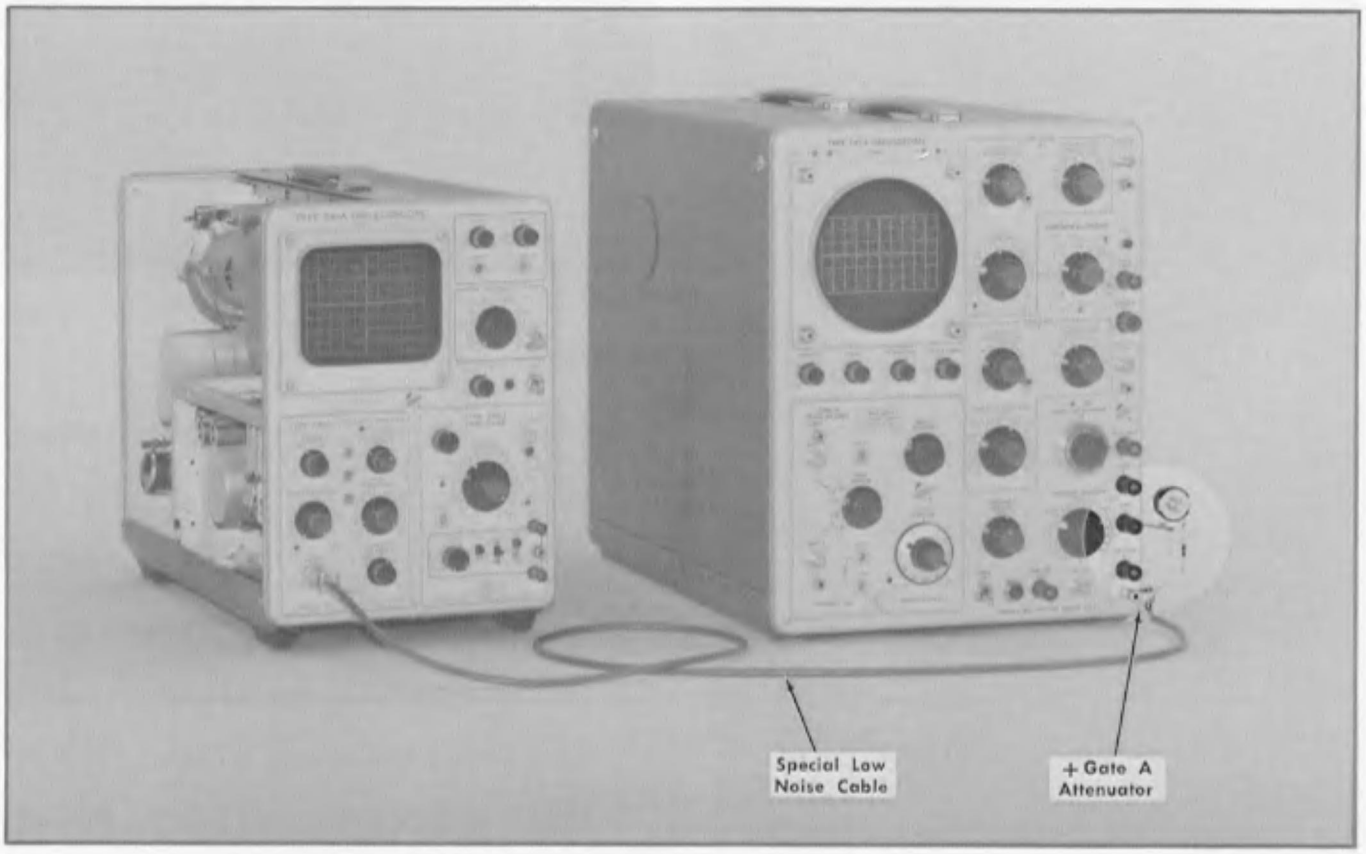
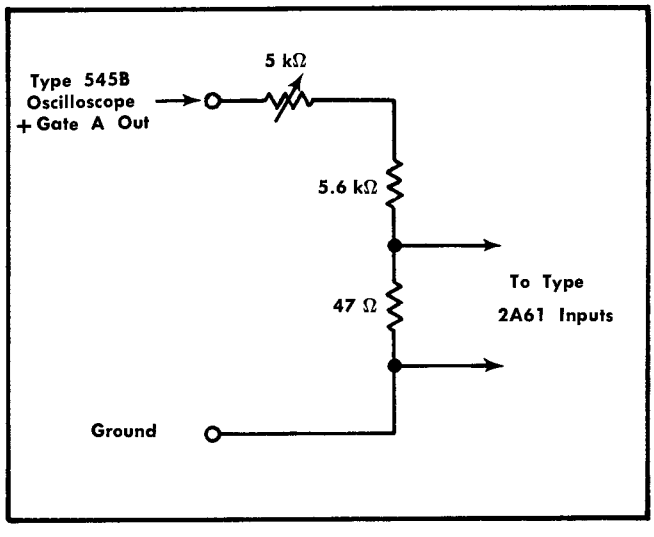

Fig. 6-25. Initial test equipment setup for step 19.
Fig. 6-26. Diagram of suggested + Gate attenuator.
a. Test equipment setup is shown in Fig. 6-25.
b. Connect the gate attenuator suggested in Fig. 6-26, between the + Gate A and Gnd on the Type 545B Test Oscilloscope. Shown connected to the test oscilloscope in Fig. 6-25.
d. Connect both shielded pairs of the Low Noise Input Cable across the 50 Ω resistor of the special gate attenuator, as shown in Fig. 6-25.